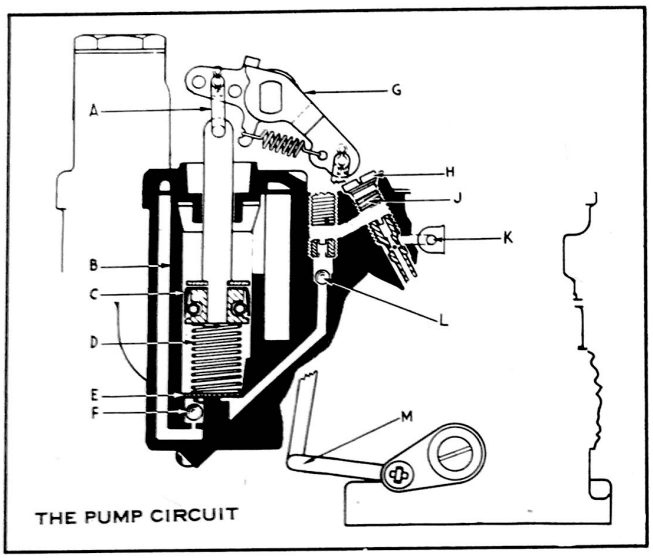

Figure 66
pump cylinder (B), Fig. 66, pump plunger (C), intake valve (F), discharge valve (L), strainer screen (E), pump jet (J) and plunger spring (D) and external air bleed to the pump jet (K).